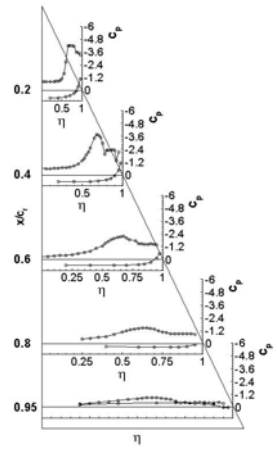

Figure A3.3-19: Steady Pressure Distribution at R_{mac} = 2 x 10^6 and M = 0.14 for Sharp (left) and Rounded (right) Leading Edges – α = 30°.
- Steady pressure distributions are presented at α = 0°, 5°, 10°, 12°, 13°, 14°, 16°, 18°, 20°, 21°, 22°, 23°, 24°, 25°, 26°, 27°, 28°, 29° and 30° for $R_{mac} = 1 \times 10^6$, M = 0.07 in Figure A3.3-8 to Figure A3.3-13 and for $R_{mac} = 2 \times 10^6$, M = 0.14 in Figure A3.3-14 to Figure A3.3-19.